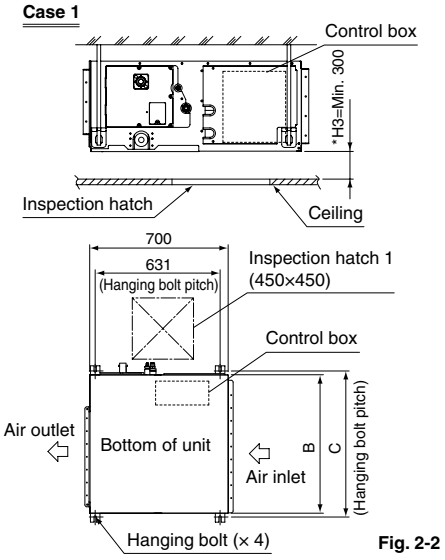

Fig. 2-2
1. Inspection hatch 1 (450 × 450) for the control box and a minimum space of 300 mm for the lower part of the product. **(Refer to Fig. 2-2)**